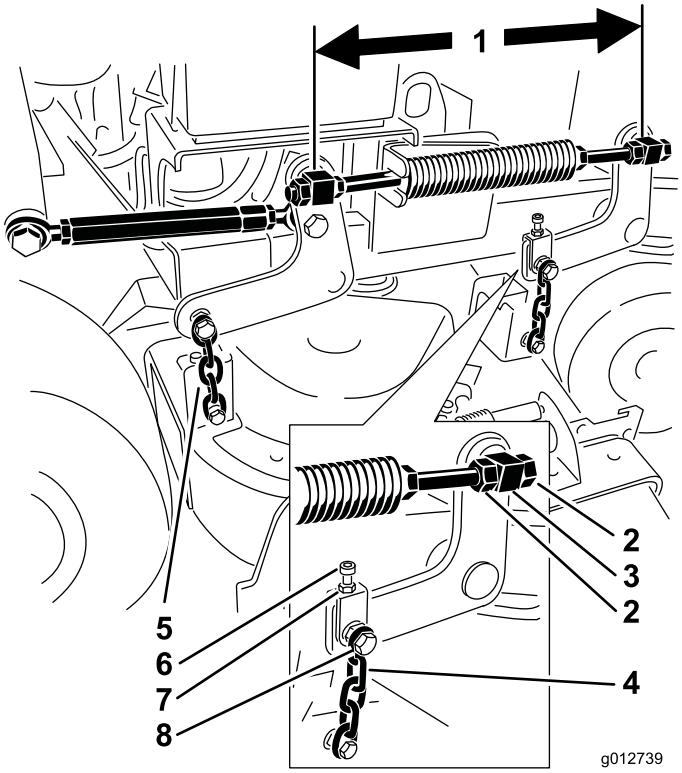

Figura 82
6. Verifique a distância entre as articulações, meça no centro das articulações (comprimento centro a centro) na barra roscada. Este comprimento tem de ser de 49,5 cm para plataformas de cortadores de 91,40 cm e 43,7 cm para cortadores de 102 cm (Figura 82).
9. Utilize as porcas de bloqueio na articulação da frente para ajustar o comprimento entre as articulações frontais e traseiras nesse lado (Figura 82).
11. Utilize o parafuso de ajuste para obter tensão igual em ambas as correntes frontais (Figura 82).
5. Desaperte a porca no parafuso da corrente superior e a porca de bloqueio no parafuso de ajuste (Figura 82).
6. Utilize o parafuso de ajuste para obter 6 a 10 mm inferior na parte da frente em **A** do que na traseira em **B** (Figura 82).